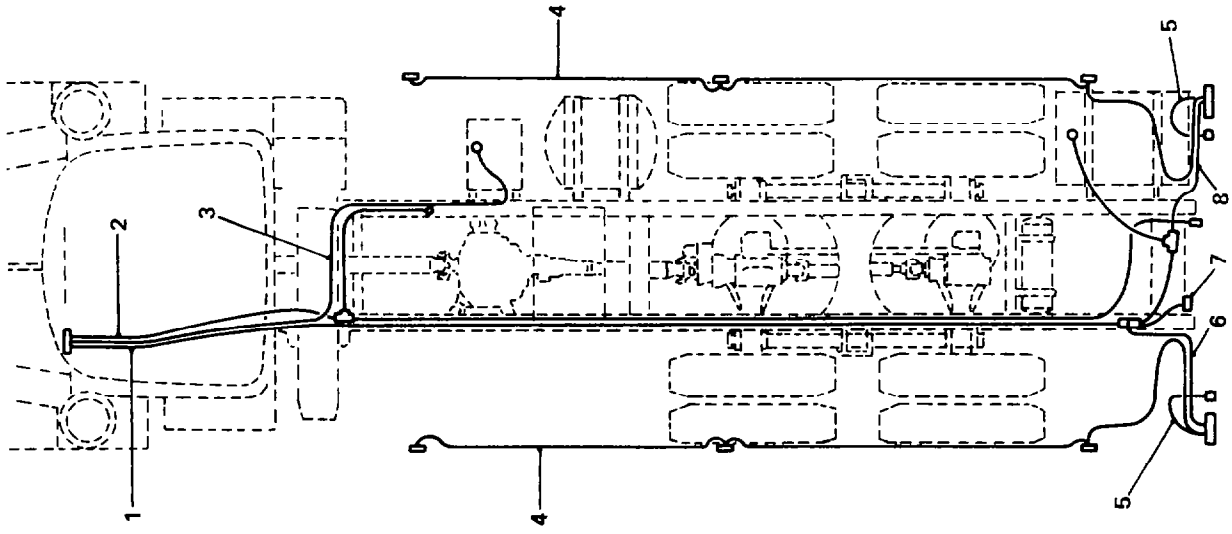

Fig. 384 — Rear Wiring Harness
a. The replacement procedure for the rear wiring harness, illustrated in fig. 384, is identical to that detailed for the engine wiring harness (refer to para. 154).